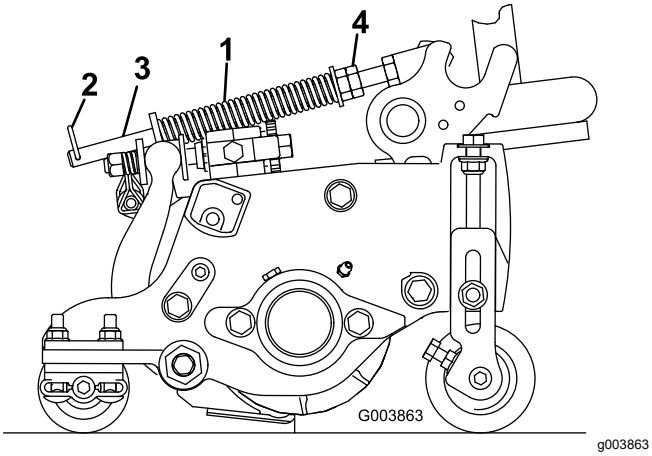

Rysunek 15
Sprężyna kompensacyjna murawy (Rysunek 15) przenosi ciężar z przednich wałków na tylne. Pomaga to ograniczyć falowanie murawy, zwane również ondulacjami lub nierówną wysokością.
1. Dopilnuj, aby zawleczka znajdowała się w tylnym otworze drążka sprężyny (Rysunek 15).
2. Dokręć nakrętki sześciokątne z przodu drążka sprężyny, tak aby ściśnięta długość sprężyny wynosiła 15,9 cm (Rysunek 15).